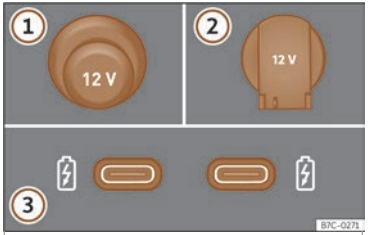

Fig. 123 Tomas de corrente de 12 voltios do vehículo.
Tomas de corrente de 12 voltios>>> **fig. 123**:
- Extraia o tapón situado na consola central da toma de corrente>>> **fig. 123** 1.
- Levante a tapa da toma de corrente >>> **fig. 123** 2.